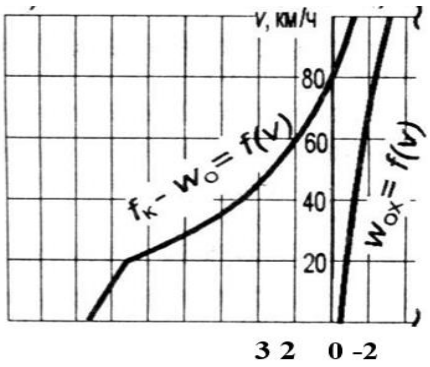

Рис. 2
5. Определить равнодействующую всех сил в режиме тяги при движении по уклону i = 3 ‰ на кривой R = 700 м при скорости v = 60 км/час (рис. 2).